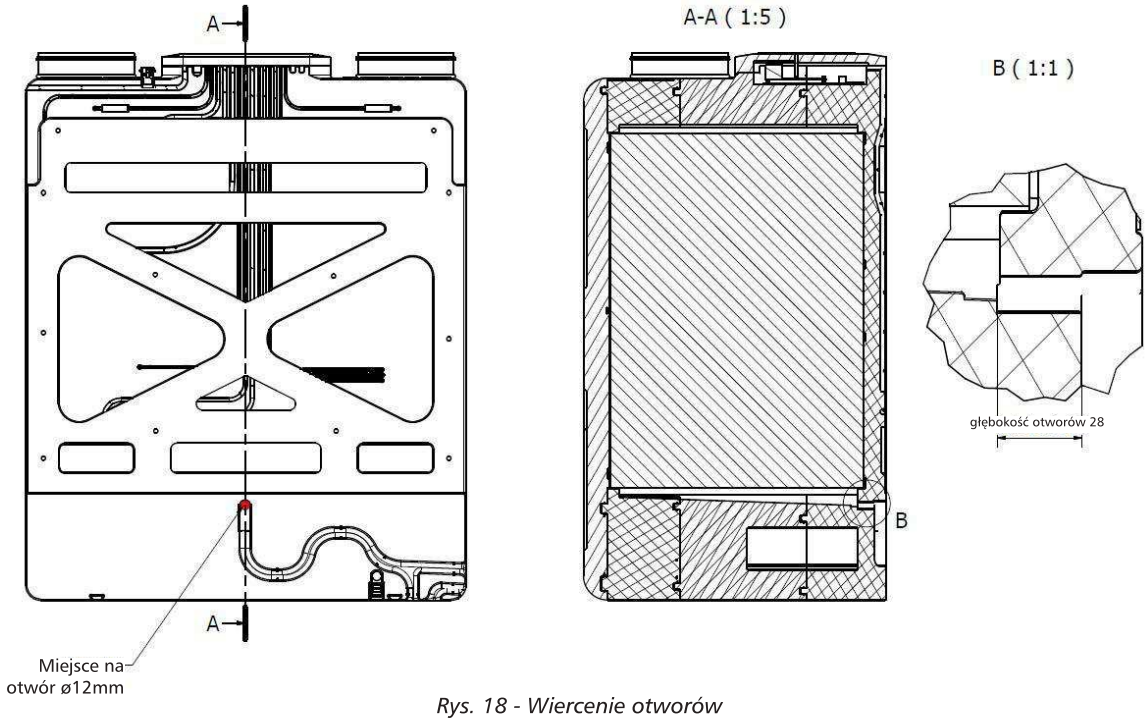

Rys. 18 - Wiercenie otworów
1. W miejscu oznaczonym na Rys. 18 wywierć otwór Ø12 mm